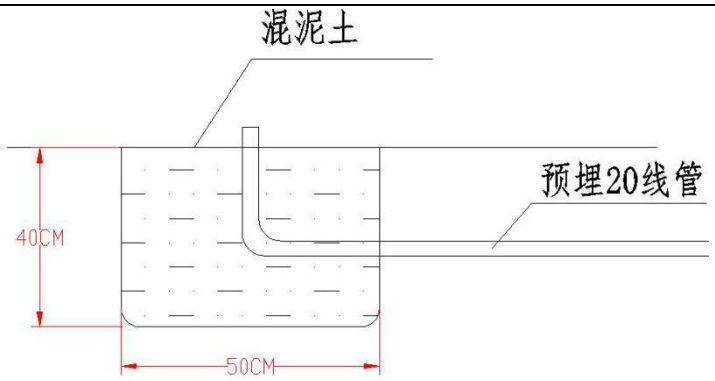

图 2
1、设备安装前先在地面开挖一个深 400mm、长 450mm、宽 400mm 的土坑，且做好 PVC 线管预埋（线管可用Ø20 的），如图 2。